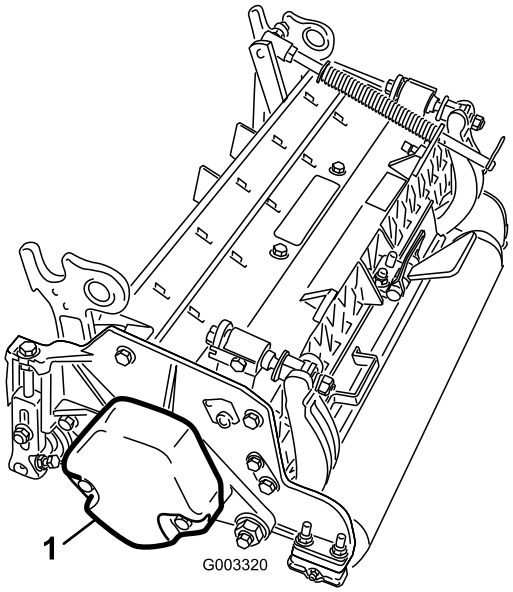

Figuur 6
1. Op de maaidekken 2 en 4 verwijdert u de 2 tapbouten en zet u het contragewicht vast aan het linker uiteinde van het maaidek. Verwijder het contragewicht (Figuur 6).